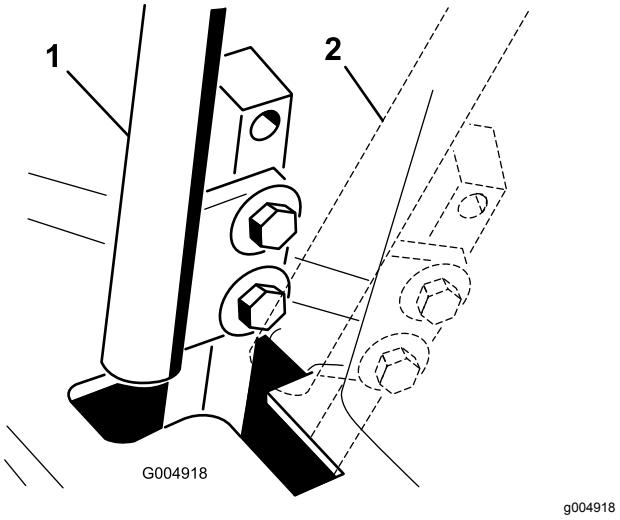

**Bild 51**
4. Schieben Sie den Schaltbügel in die NEUTRAL-Stellung, jedoch nicht in die **arretierte** Stellung (Bild 51).
6. Prüfen Sie, an welcher Stelle der Schaltbügel relativ zur Kerbe im Armaturenbrett ist (Bild 51).